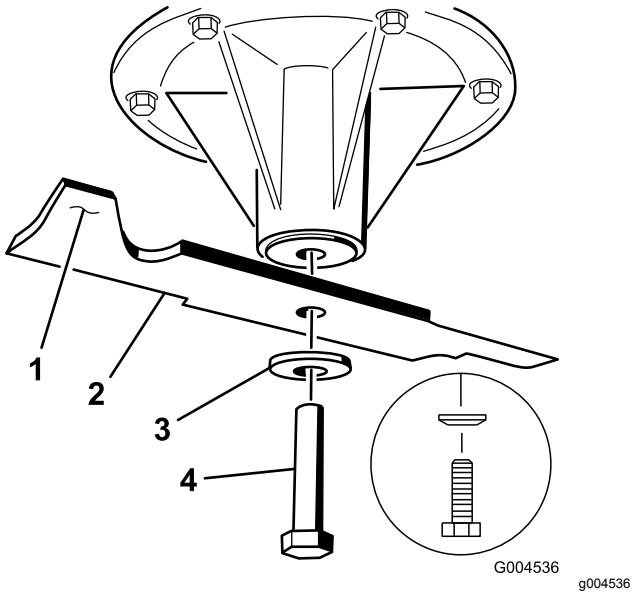

**Figuur 102**
2. Verwijder de mesbout, de klemring en het mes van de spilas (Figuur 102).